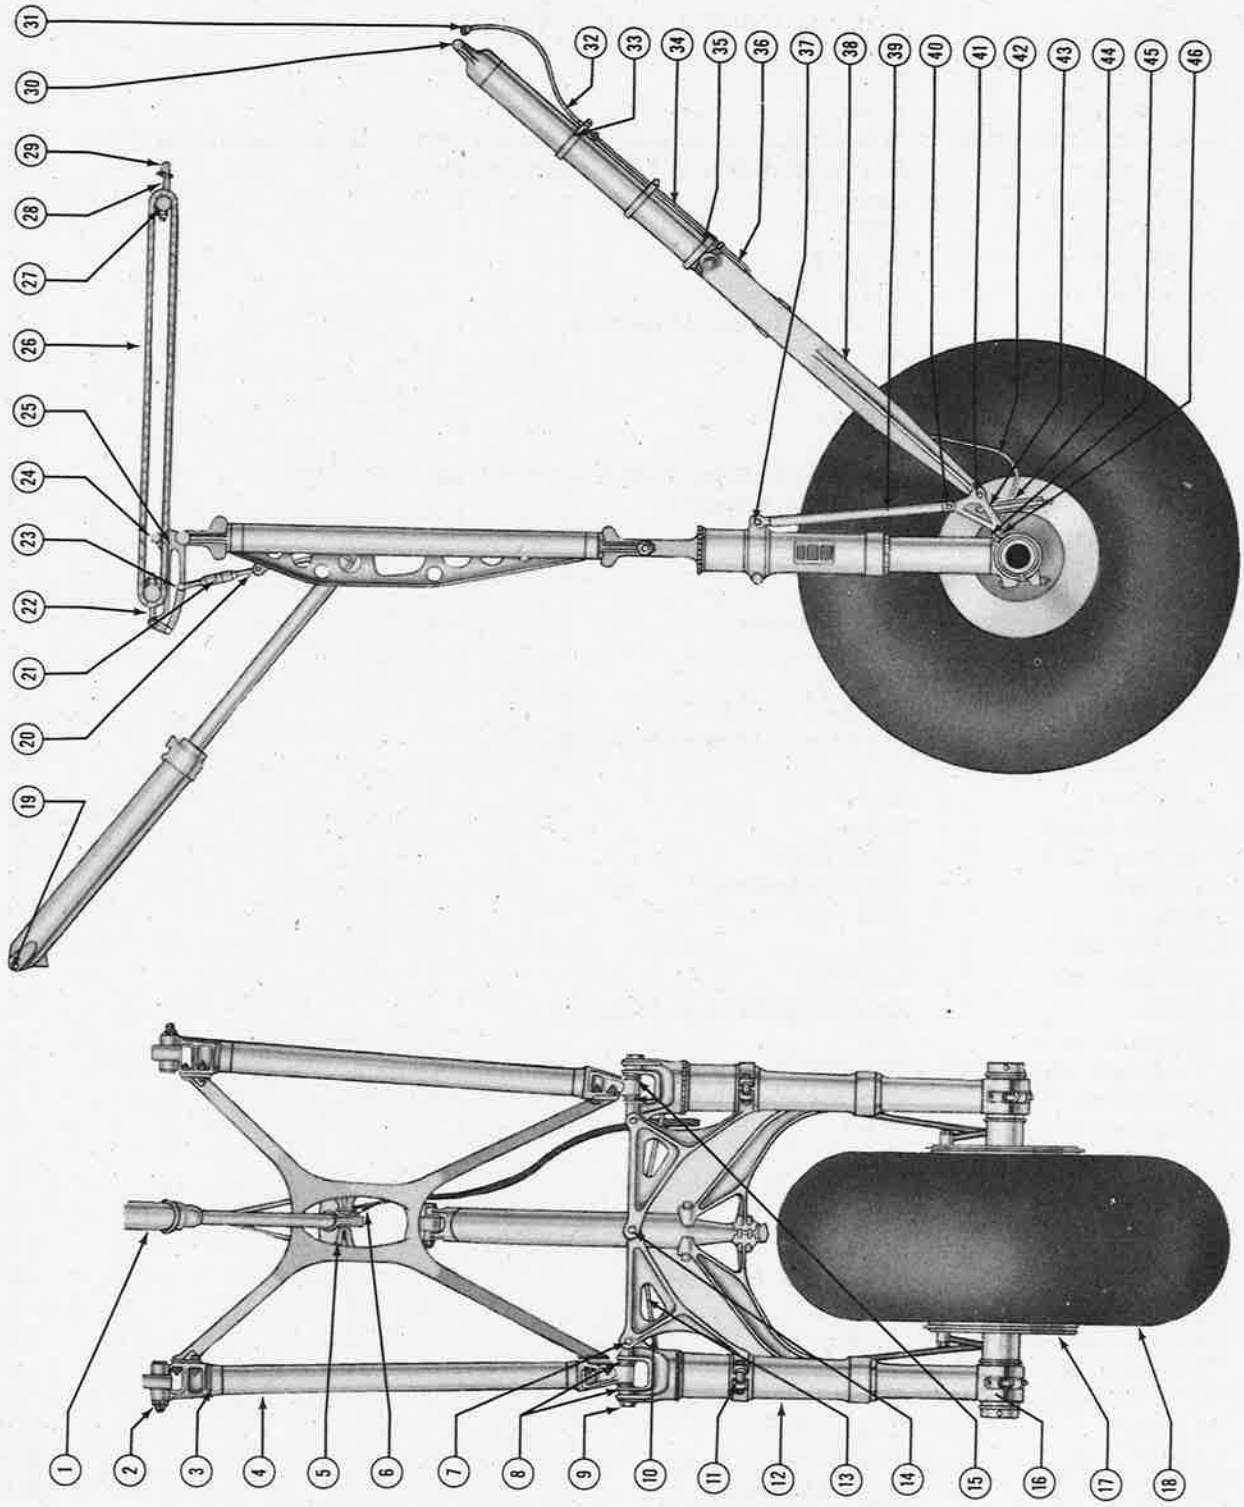

Figure 128—Main Landing-Gear Installation (With Bungee)
(1) GEAR AND OPERATING MECHANISM. *(See figures 128 and 129.)*
KEY TO FIGURE 128
KEY TO FIGURE 128 (Continued)